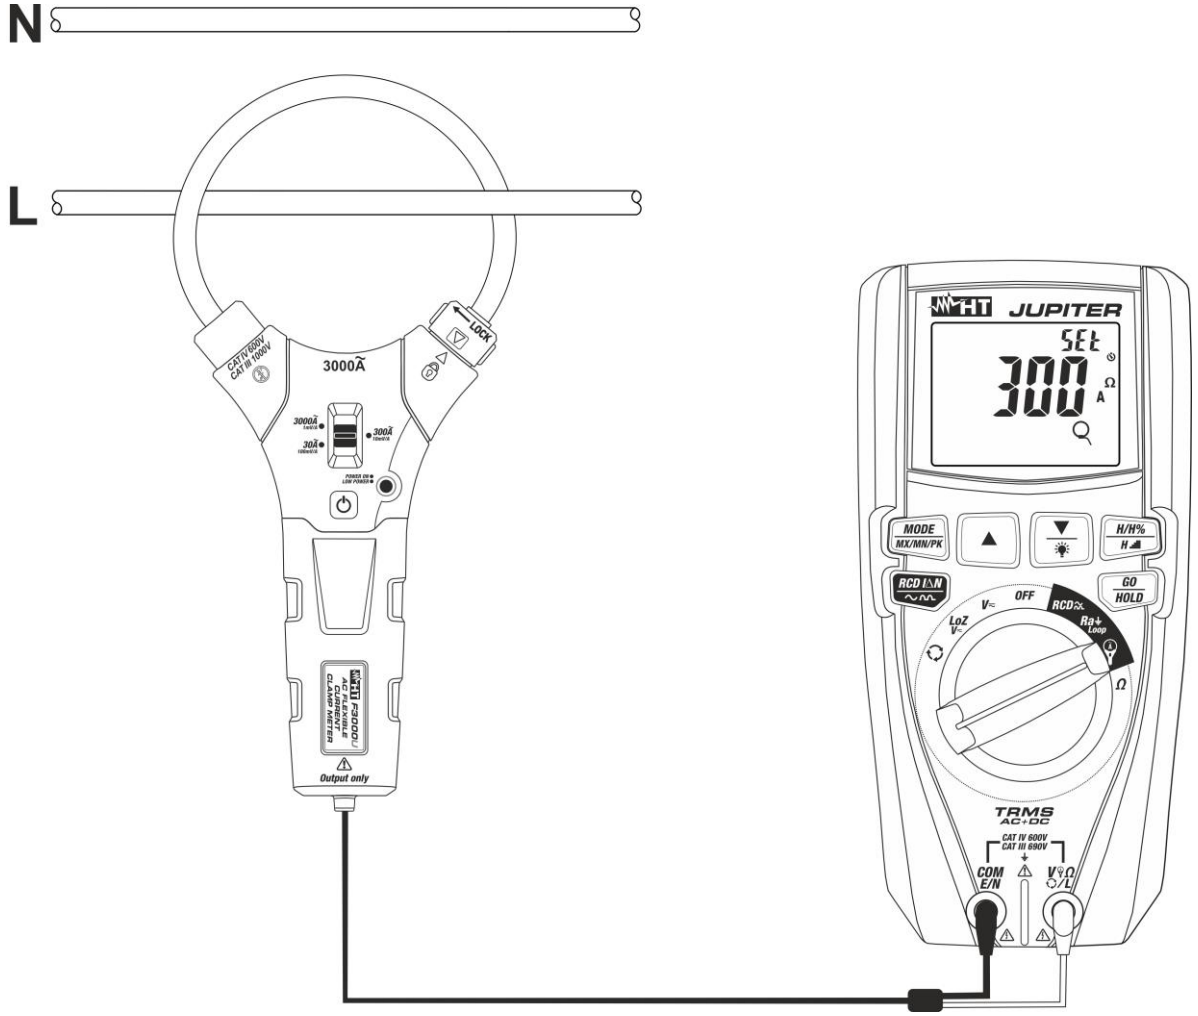
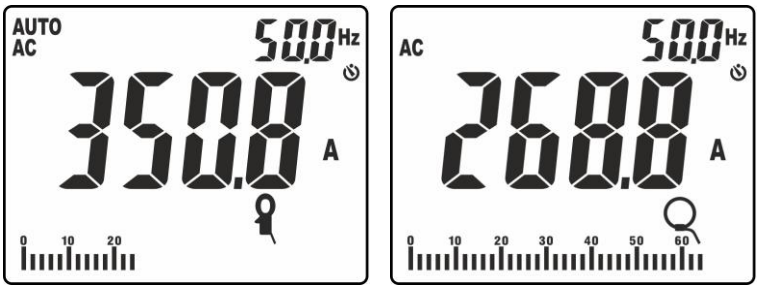

Fig. 38: Utilisation de l'instrument pour mesurer le courant avec transducteur à pince.
Fig. 39: Résultat de la masure de courant AC avec pince flexible et standard
8. Insérer le câble dans le tore (voir Fig. 38). La valeur du courant est montrée dans la Fig. 39